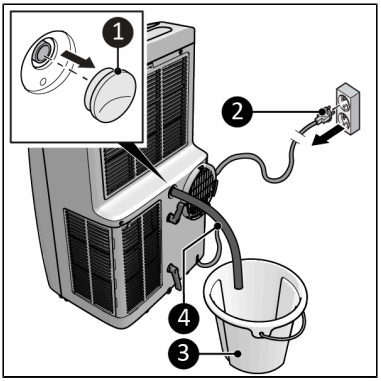

Abbildung 49.
1. Stellen Sie sicher, dass das Gerät ausgeschaltet und der Stecker aus der Steckdose gezogen ist (Abbildung 49, pos. 2).
2. Entfernen Sie den Gummistopfen vom Abfluss des Geräts und bewahren Sie ihn an einem sicheren Ort auf (Abbildung 49, Pos. 1).
3. Verbinden Sie den mitgelieferten Wasserablaufschlauch mit dem Abfluss des Geräts (Abbildung 49, Pos. 4).
4. Platzieren Sie den Auslass des Wasserablaufschlauchs in einen Eimer (Abbildung 49, Pos. 3).